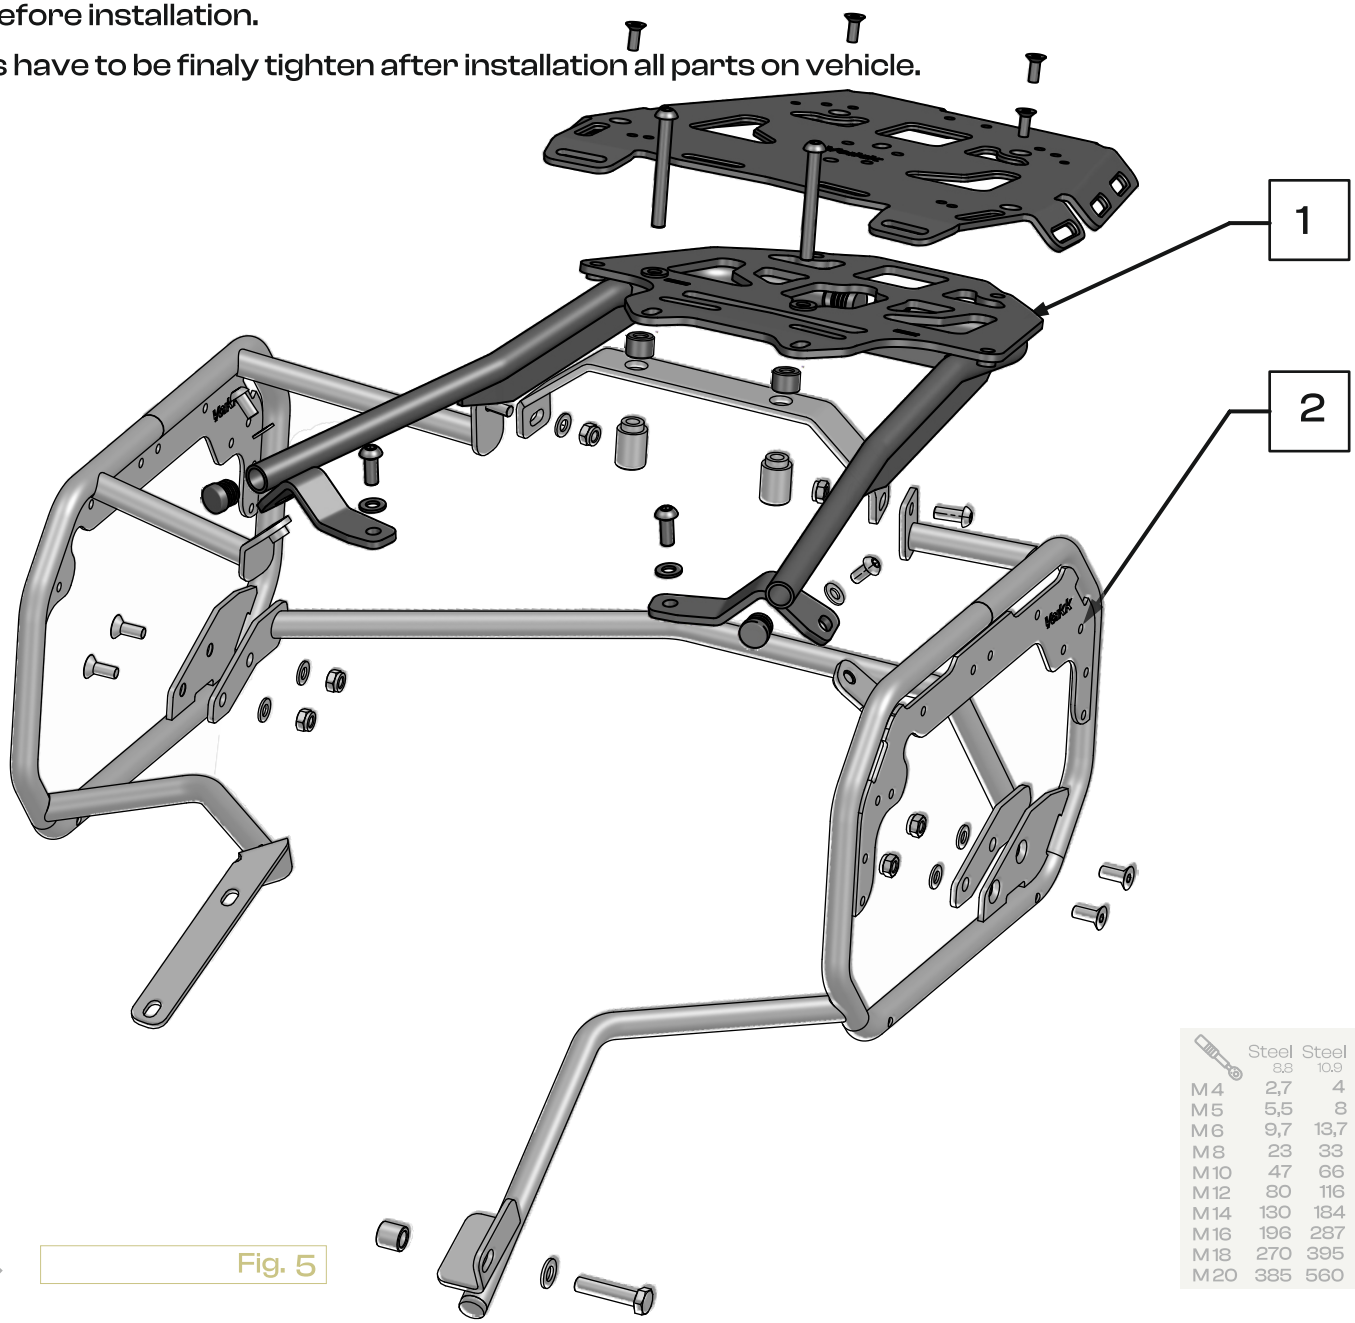

Fig. 5
4. Install and fasten the Top case plate **[4]** to the suport frame **[1]** using bolts **[7]** with **[Fig. 5]**
5. Install the end cup **[9] ,** at mount the seat **[Fig. 5]**